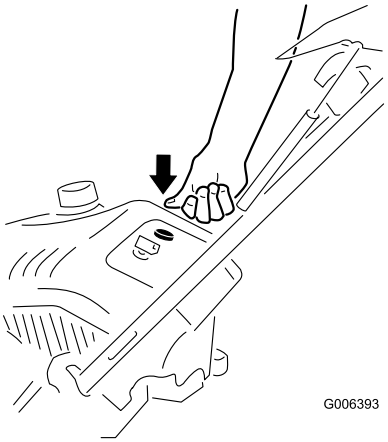
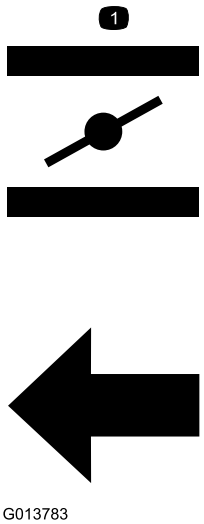

Rysunek 15
Rysunek 16
3. Mocno naciśnij pompkę kciukiem 3 razy (powyżej -18°C) lub 6 razy (poniżej -18°C), za każdym razem przytrzymując pompkę wciśniętą przez sekundę (Rysunek 15 i Rysunek 16).